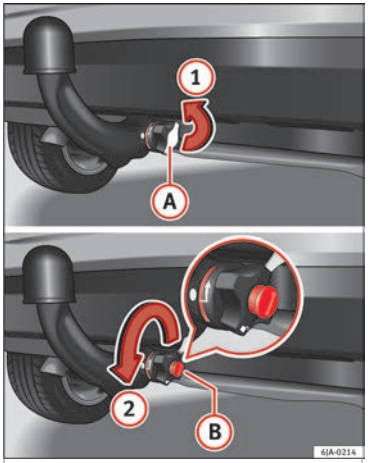
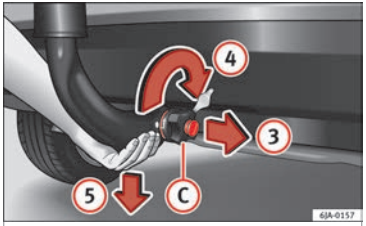

Fig. 201 Remove the key slot cover/unlock with the key.
Fig. 202 Unblock the ball-headed bar.
– Remove cover (A) from over the regulator key slot in the direction of arrow (1) ››› **Fig. 201**.
– Insert key (B) in the key slot.
– Open the manual regulator lock by turning key (B) fully to the left in the direction of arrow (2). The arrow on the key points to the “unlocked” symbol.
– Hold the ball-headed bar from underneath ››› **Fig. 202** and remove manual regulator (C) with your other hand in the direction of arrow (3).
– Turn the removed regulator fully in the direction of arrow (4) and hold it firmly in this position.
– Remove the ball-headed bar from the clamping bush, pulling downward in the direction of arrow (5). »